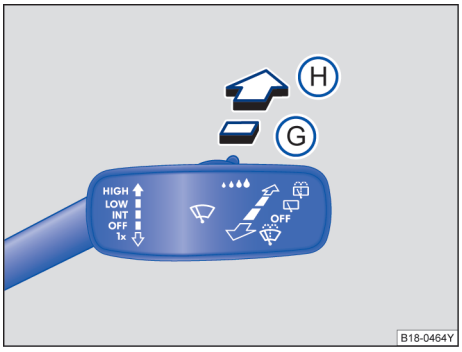

图 78 挡风玻璃雨刮器拨杆：后窗雨刮器操作
– 将挡风玻璃雨刮器拨杆向前按到位置Ⓖ⇒图 78，大约每隔六秒，雨刮器刮一次车窗⇒ⓘ。